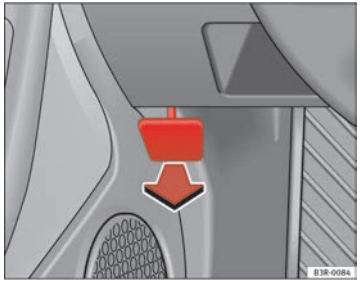

Fig. 176 Detail of foot-well area on driver's side: lever for unlocking the bonnet.
– To release the bonnet, pull the lever under the instrument panel ⇒ fig. 176 in the direction indicated (arrow).